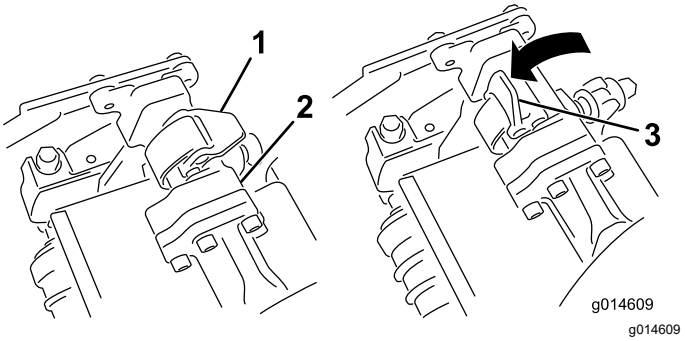
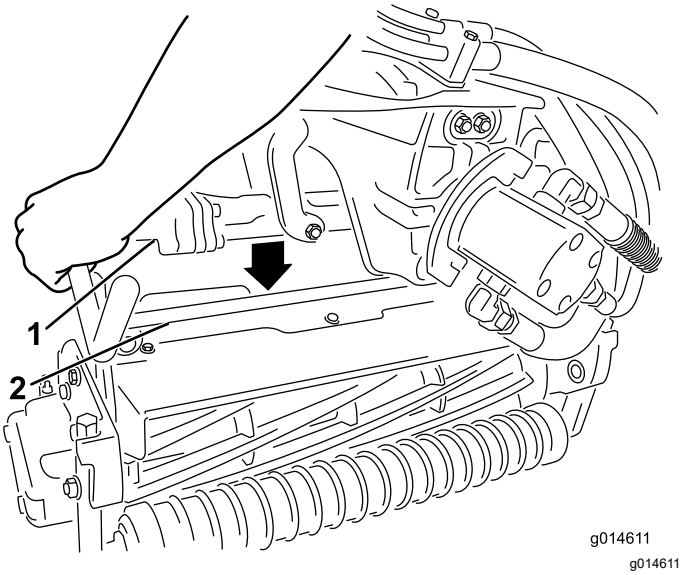

Figuur 48
Figuur 49
3. Zorg ervoor dat de vergrendelingen op de ophangarm omhoog wijzen (dus open staan) (Figuur 48), druk de ophangarm omlaag zodat de stang ervan over de stang aan de bovenkant van het maaidek valt (Figuur 49).
4. Sluit de vergrendelingen rond de stang van de maai-eenheid en vergrendel ze (Figuur 48).
4. Open de vergrendelingen op de stang van de ophangarm van de maai-eenheid dat u wilt verwijderen (Figuur 48).